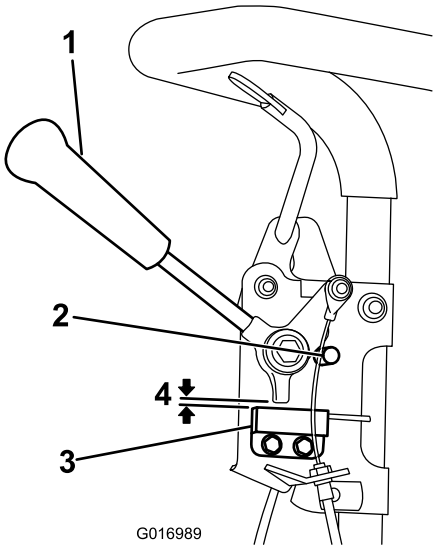

Figur 29
1. Se till att motorn är avstängd och att kördrivningsspaken är urkopplad och vilar mot neutralstoppet (Figur 29).
2. Lossa fästelementen på säkerhetsbrytaren (Figur 29).
3. Placera ett 0,8 mm tjockt mellanlägg mellan hjuldrivningsspaken och säkerhetsbrytaren (Figur 29).